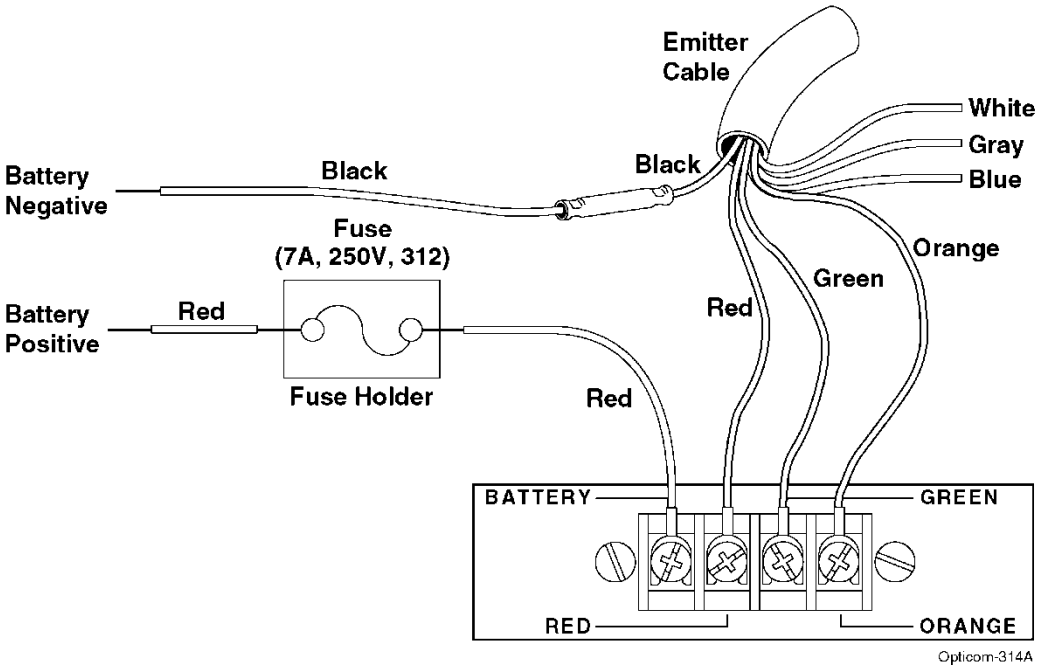

Figure 5-5. Model 793S Emitter Control Switch Wiring
5. Insert the black wire into one end of an insulated butt splice connector and crimp. Connect the other end of the connector to a customer-supplied black wire (16 AWG, long enough to connect to the battery negative terminal). See Figure 5-5.